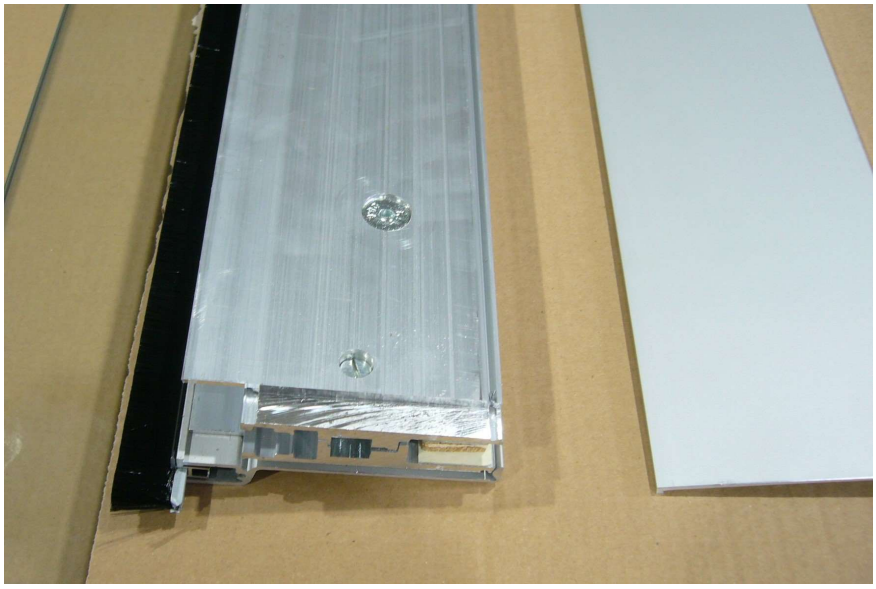

Abbildung 8
- Abziehen/ Herunterschieben der „normalen“ Türblende; es ist nicht nötig, die Bürstenblende abzuziehen (Abbildung 8)